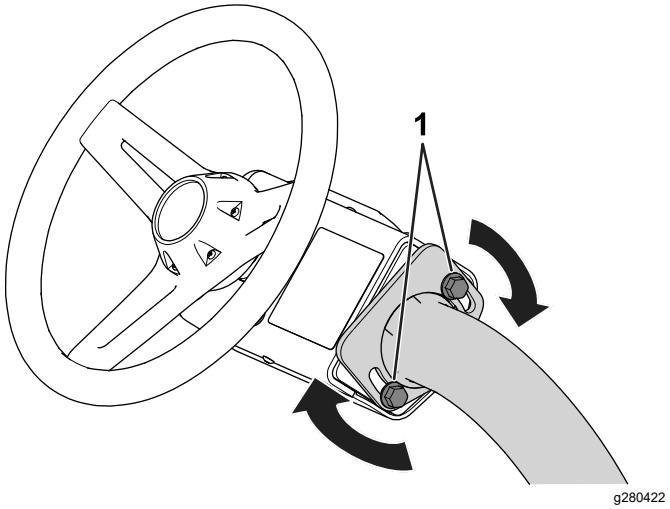

Figura 28
1. Afloje los pernos (Figura 28) que sujetan el conjunto del volante al brazo de dirección.
3. Apriete los pernos (Figura 28) para fijar el volante en la posición deseada.